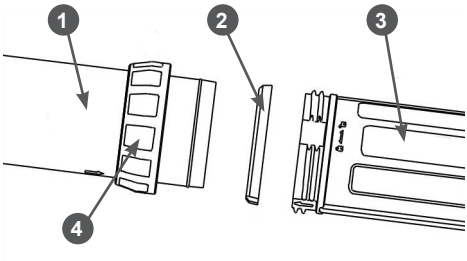

Рис. 5. Соединение напорных труб
3. Соедините стопорную гайку 4 на трубе 1 с трубой 3. Будьте осторожны, при сборке не пропустите прокладку 2 между трубами (Рис. 5).